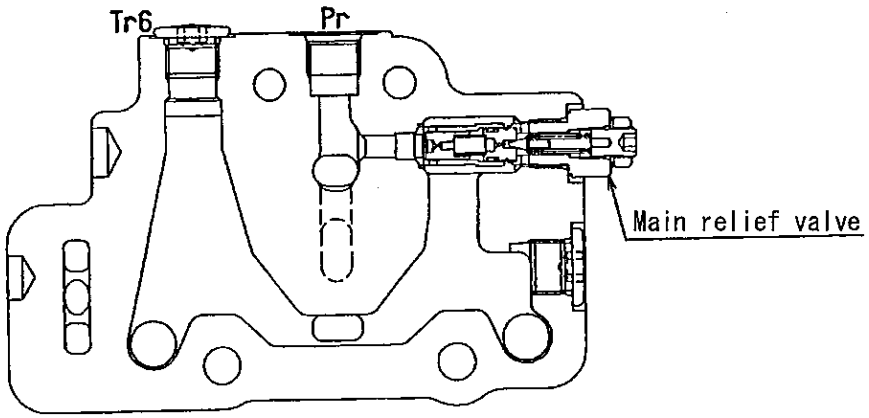

Fig.18
(2) Relief valve for add-on Pr (Fig.18)